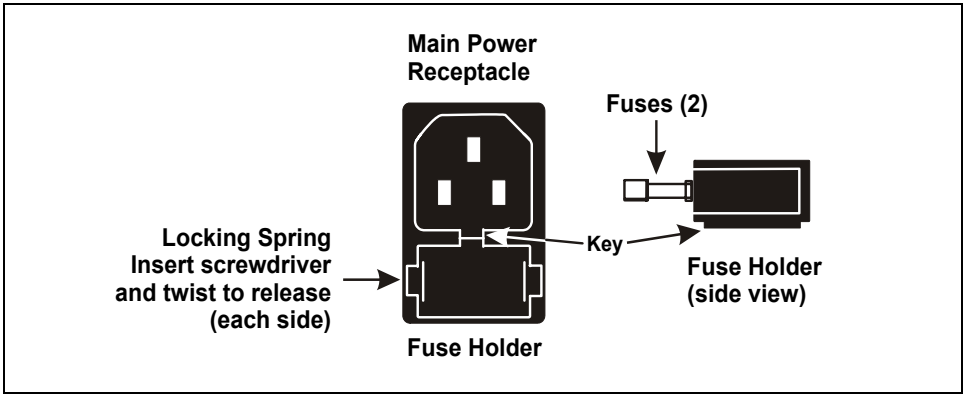

Figure 5-40. Autosampler Compartment Main Power Fuse Holder
2. A recessed lock is located on each side of the fuse holder (see Figure 5-40). Using a small screwdriver, push each lock toward the center to release it. The fuse holder pops out approximately 0.16 cm ($^{1}/_{16}$ in) when the locks release. When both locks are released, pull the fuse holder straight out of its compartment.